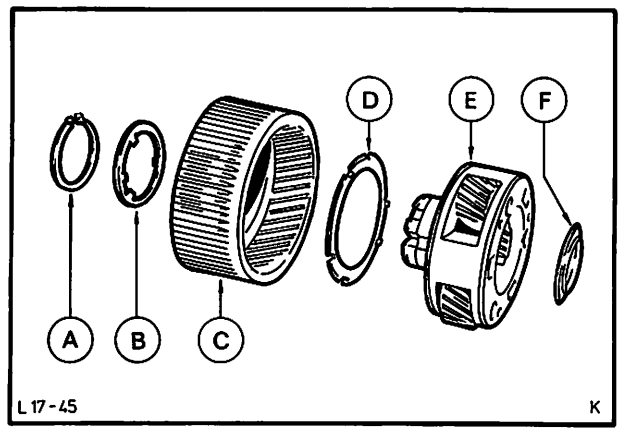

Abb. 72 Vorderer Planetensatz zerlegt
28. Sprengring, Planetenträger – Hohlrad entfernen und Anlaufscheibe Nr. 4 entnehmen. Planetenträger vom Hohlrad trennen und Anlaufscheibe Nr. 5 entfernen. Abb. 72.